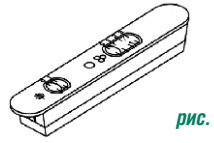

рис. 10
7.2.2 Ползунковый переключатель (рис. 10).